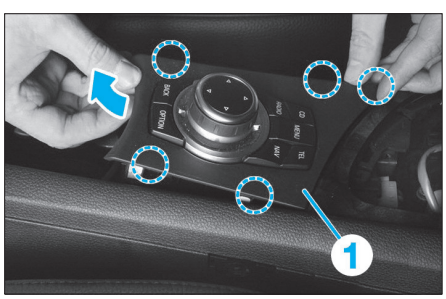

Fig. 4
• Dégrafer aux endroits indiqués le panneau de commande de l'écran central (1) **(Fig.4)**.